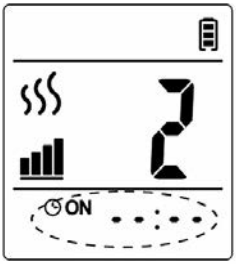

Abb. 3-1
1. Drücken Sie die Taste **TIMER ON** . Auf dem Display wird **ON --:--** angezeigt (siehe Abb. 3-1).